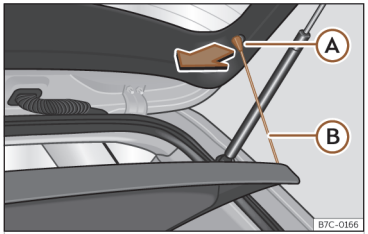

Abb. 171 Im Gepäckraum: Gepäckraumabdeckung aus- und einbauen.
- Hängen Sie die Haltebänder ››› **(Abb. 171)** Ⓑ aus den Aufnahmen Ⓐ aus.
- Hängen Sie die Haltebänder ››› **(Abb. 171)** Ⓑ an der Heckklappe ein.